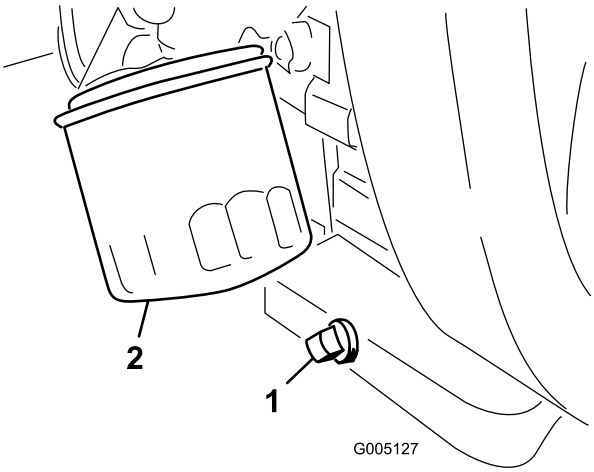

Figur 44
1. Ta bort avtappningspluggen (Figur 44) och låt oljan rinna ned i ett kärl. Sätt tillbaka avtappningspluggen när oljan har slutat rinna.
2. Avlägsna oljefiltret (Figur 44). Stryk på ett tunt lager ren olja på den nya filterpackningen.